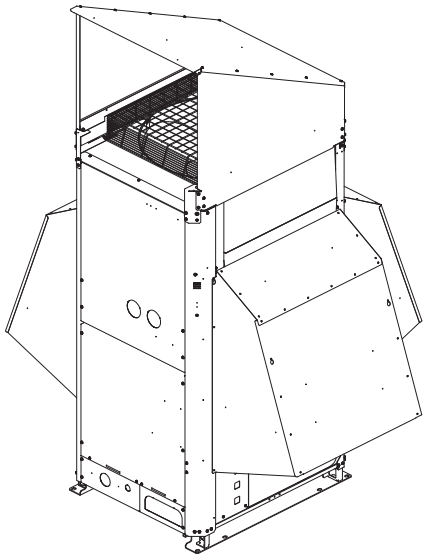

Fig. 2-17
In locations where wind-blown snow can be a problem, snow-proof vents should be fitted to the unit and direct exposure to the wind should be avoided as much as possible. (Fig. 2-17)
a) The platform should be higher than the maximum snow depth. (Fig. 2-17)